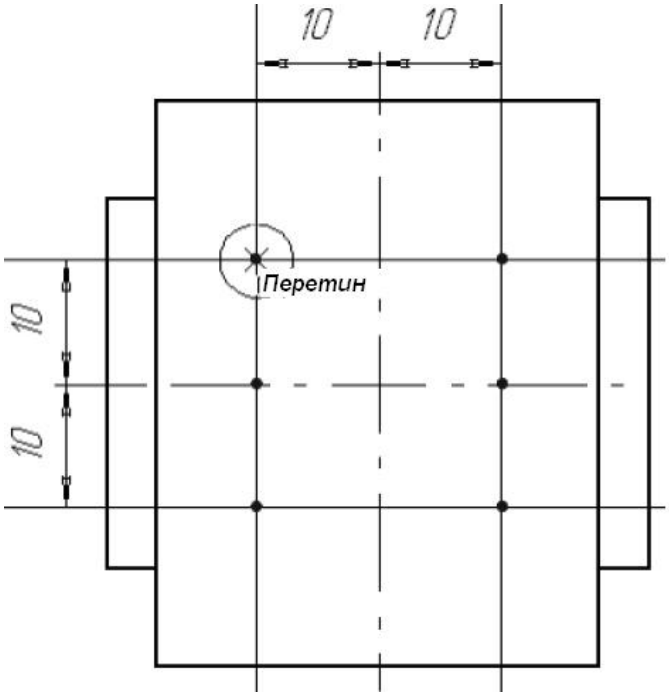

Рисунок 2.15 – Побудова центрів кіл.
7) Перейдемо до побудови кіл. Для визначення положення їх центральних точок побудуйте чотири допоміжні паралельні прямі щодо вертикальної і горизонтальної осьових ліній деталі на відстані 10 мм по обидві сторони від них. Отримані точки перетинів будуть шуканими точками (див. рис. 2.15).